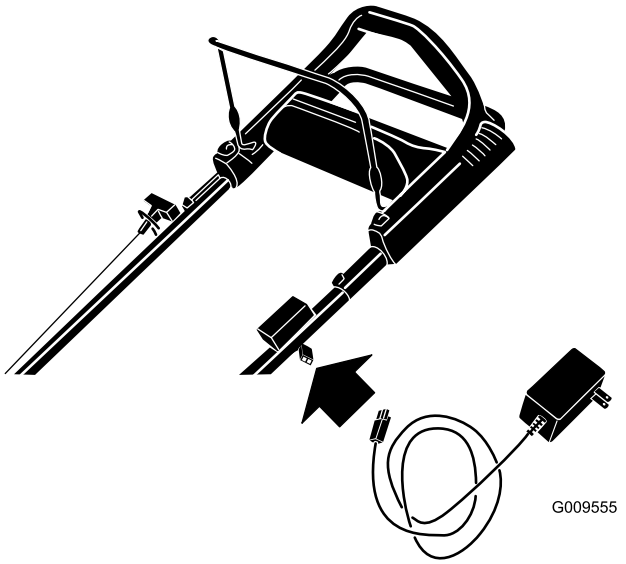

Figura 24
1. Collegate il caricabatterie al cablaggio preassemblato del tosaerba, sotto la chiave di accensione (Figura 24).